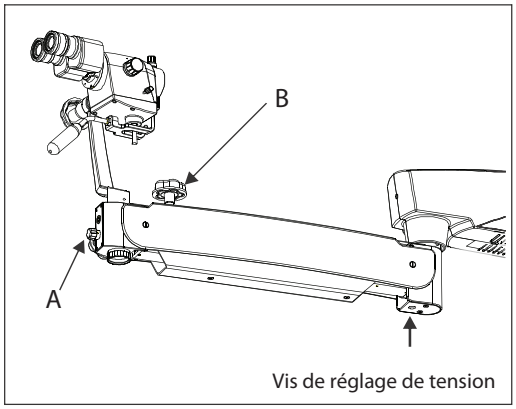

Fig. 12
2. Bien que la tension sur le microscope soit préréglée en usine conformément à la configuration commandée, l'utilisateur peut toujours ajuster la force vers le haut et vers le bas en tournant la vis à tête hexagonale dans le sens des aiguilles d'une montre ou dans le sens contraire des aiguilles d'une montre à l'aide d'une clé Allen de 8 mm. Consultez la figure 12 pour voir l'emplacement exact de la vis de réglage de la tension.
3. Verrouillez le mouvement vers le haut et vers le bas du bras de suspension en utilisant le bouton de verrouillage (B) sur la figure 12 après avoir mis au point la zone d'intérêt.
5. L'éclairage est contrôlé à l'aide du bouton de commande (A), figure 12. Tournez-le dans le sens des aiguilles d'une montre ou dans le sens contraire des aiguilles d'une montre pour obtenir le niveau d'éclairage souhaité. En configuration fonctionnelle, gardez-le au minimum.